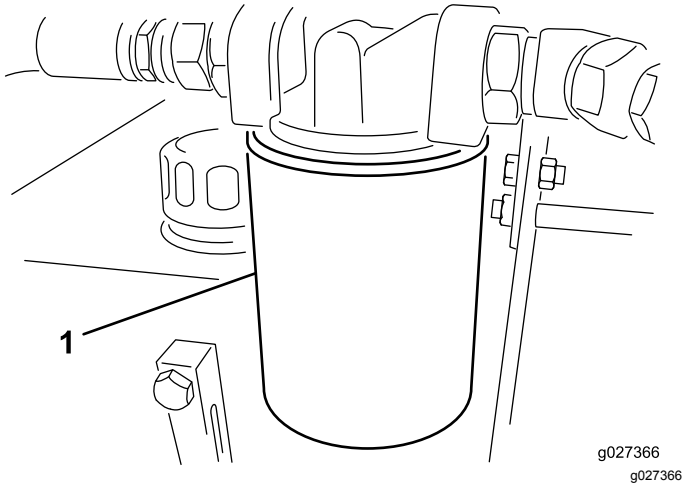

**Bild 11**
3. Stellen Sie eine Auffangwanne unter den Filter und entfernen den Filter (Bild 11).